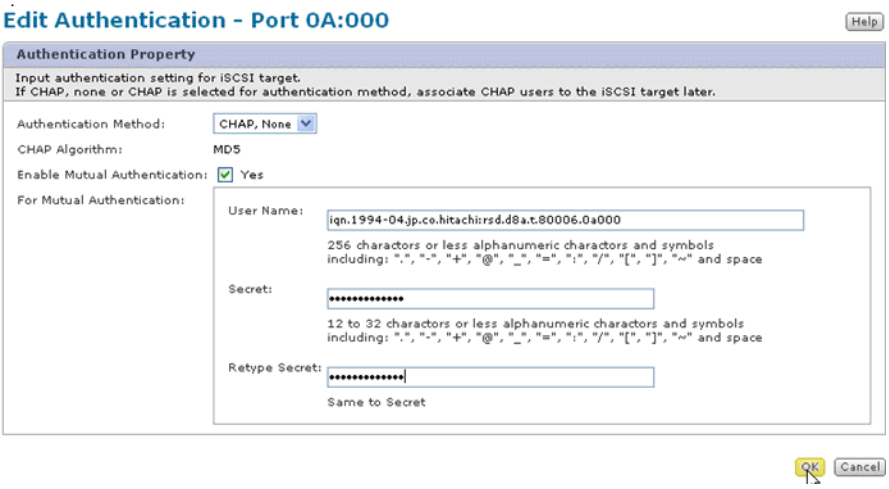

Figure 8-35: Edit Authentication Window
1. Select the Target requiring the target information and click **Edit Authentication**. The Edit Authentication screen is displayed as shown in Figure 8-35 on page 8-39.